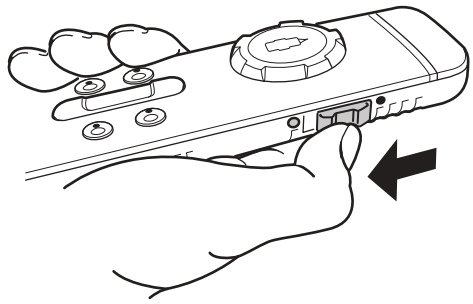

Fig. 35
► Push the slide switch on the side downwards to switch off the remote control (Fig. 35). The green LED goes out.